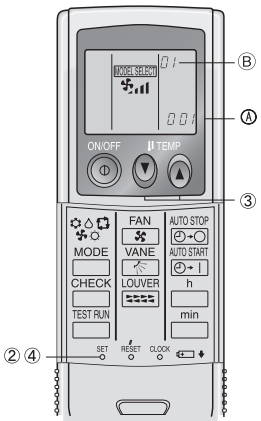

Fig. 6-4
2) Réglage automatique de la vitesse du ventilateur (Pour télécommande sans fil infrarouge). (Fig. 6-4)